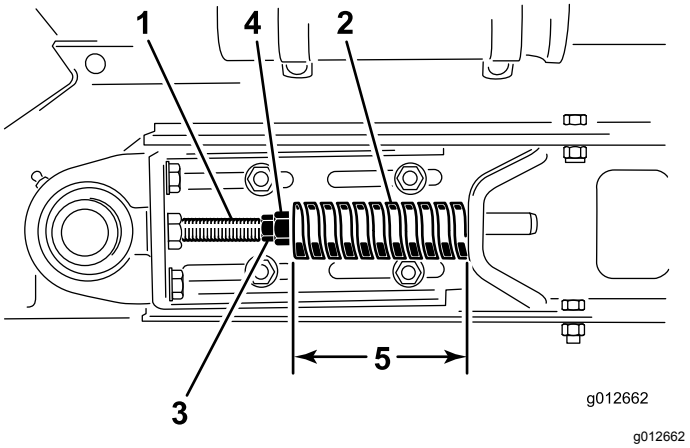

Figure 25
3. Loosen rear jam nut (Figure 25).